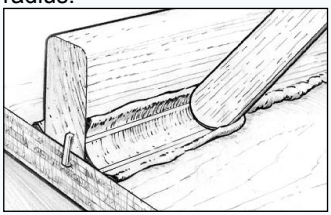

Figur 13 Formgiv og udglat hulkelen.
2. Form og udglat det udtrykte fortykkede epoxy til en hulkel ved at trække et afrundet hulkelingsværktøj (en blandepind er ideel til dette) langs samlingen, og skub det overskydende materiale foran værktøjet, og efterlad en glat hulkel på hver side med en ren kant. Nogle overskydende hulkelingmaterialer forbliver uden for kanten *(Figur 13)* og kan bruges til at genfylde eventuelle hulrum. Udglat hulkelen, indtil du er tilfreds med udseendet. En blandepind efterlader en hulkel med en radius på cirka 10 mm. Når det gælder større hulkeler, anbefales du at bruge en 808 Plastspartel, der er skåret til den rigtige form eller bøjet til den ønskede radius.